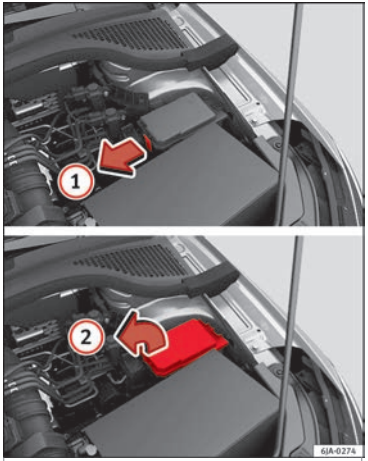
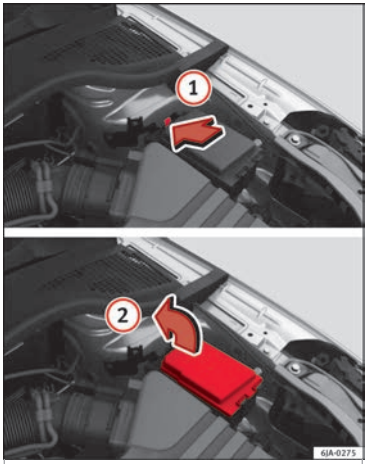

Fig. 86 In the engine compartment: fuse box cover - 1st variant
Fig. 87 In the engine compartment: fuse box cover - 2nd variant
- Press lid locking clip upwards in the direction of the arrow (1) ››› Fig. 86 o ››› Fig. 87.
- Open the cover in the direction indicated by the arrow (2).